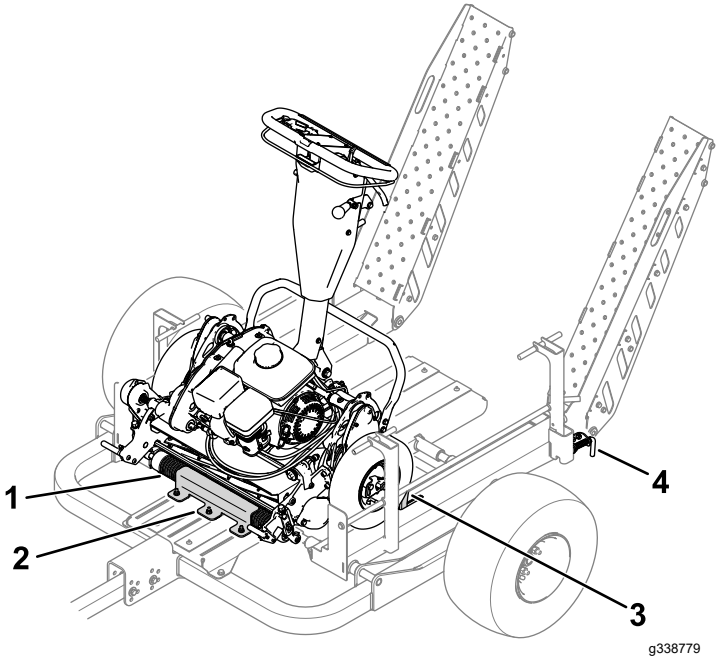

**Figuur 30**
1. Gebruik de vlakke oprijplaten of rails om de machine langzaam op de aanhangwagen te rijden tot de voorrol in de rolbeugel komt te zitten (Figuur 30).
4. Haal de oprijplaten op en schakel de vergrendelpennen in (Figuur 30).